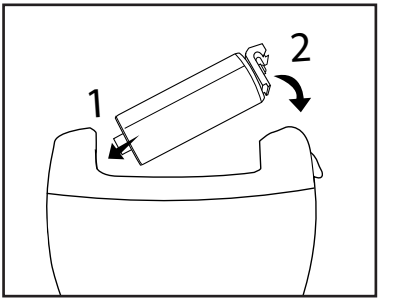

Figura 1
1) Pressione o desbloqueio ❹ para baixo e, simultaneamente, puxe para cima o lado do aplicador abrasivo ❸/❿ que se encontra junto ao desbloqueio ❹.
2) Pode depois puxar o aplicador abrasivo ❸/❿ para fora do encaixe do eixo de acionamento ❾.
Para colocar um aplicador abrasivo ❸/❿ (ver figura 1):
1) Introduza o aplicador abrasivo ❸/❿ com o eixo de acionamento ⓫ no encaixe do eixo de acionamento ❾.
2) Pressione o outro lado do aplicador abrasivo ❸/❿ para baixo. Verifique se o dispositivo de fixação ❷ desliza corretamente na calha e encaixa.